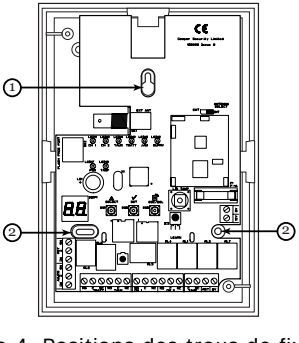

Figure 4. Positions des trous de fixation
3. Placer le boîtier contre le mur et repérer la position du trou de fixation principal (repère 1 sur la figure 4).
6. Repérer l'emplacement des 2 autres trous de fixation sur le mur (repères 2 sur la figure 4).